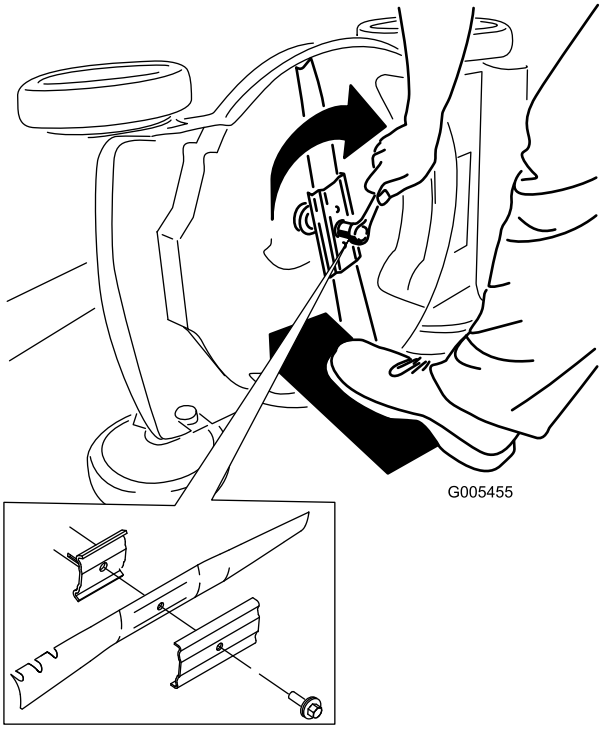

Figur 37
5. Monter den nye kniv og alle monteringsboltene og -møtrikkerne (Figur 37).